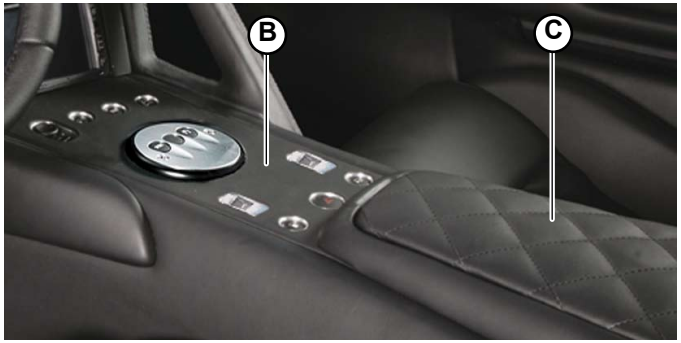

Fig.3
2. Allow the ornament (**B-Fig.3**) to slightly slide towards the rear of the tunnel until it snaps under the central armrest (**C-Fig.3**).